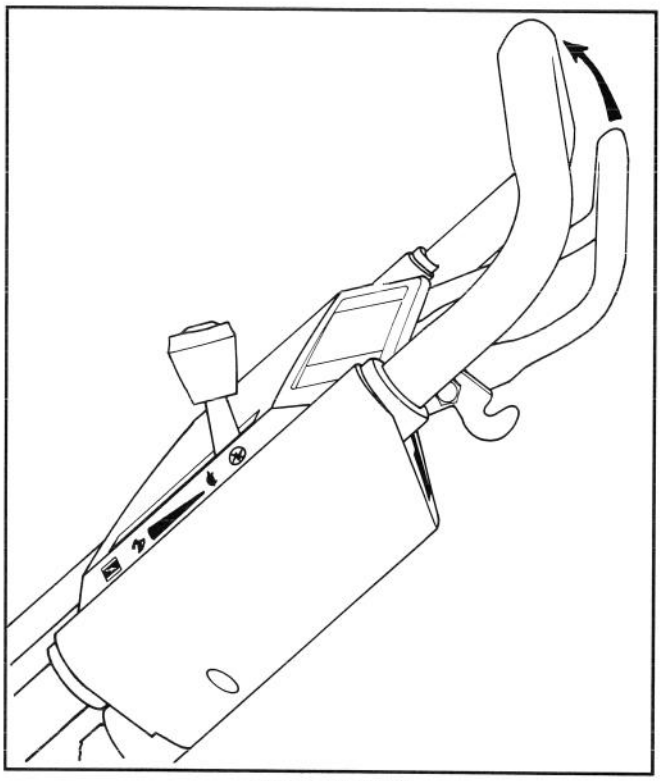

Abbildung 11
4. FAHRBETRIEB (selbstgetriebenes Modell) (Abb. 11)—Den Antriebshebel gegen den Gestängegriff drücken, um den Mäher in Bewegung zu setzen. Wird der Antriebshebel losgelassen, wird auch der Antrieb ausgeschaltet.